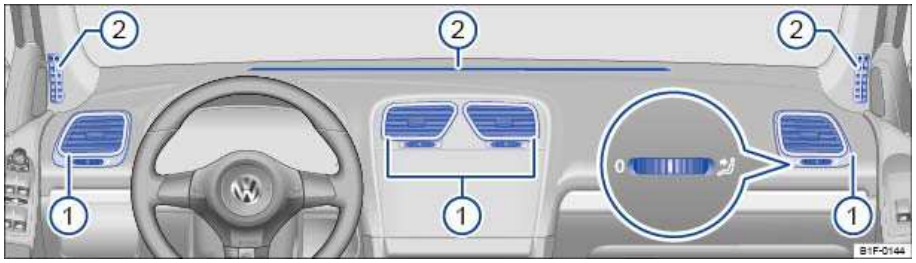

Fig. 146 In the instrument panel: Air vents.
To help ensure sufficient heating, cooling and ventilation in the passenger compartment, never close the air vents completely ⇒ fig. 146 (1).